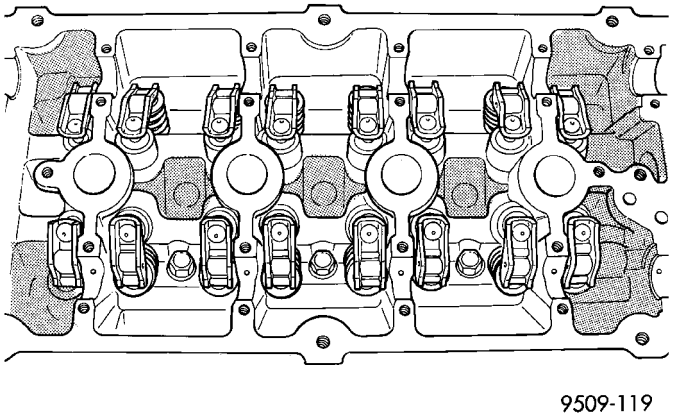

Fig. 28 Conjuntos de seguidor de leva—Instalación
(1) Instale el conjunto de reguladores de juego hidráulicos, asegurándose de que los reguladores se encuentren por lo menos parcialmente llenos de aceite. Esto se hace evidente porque hay poco o ningún recorrido del émbolo, cuando se oprime el regulador de juego. Lubrique con aceite limpio e instale los conjuntos de seguidor de leva en sus posiciones originales en el regulador hidráulico y el vástago de válvula (Fig. 28).